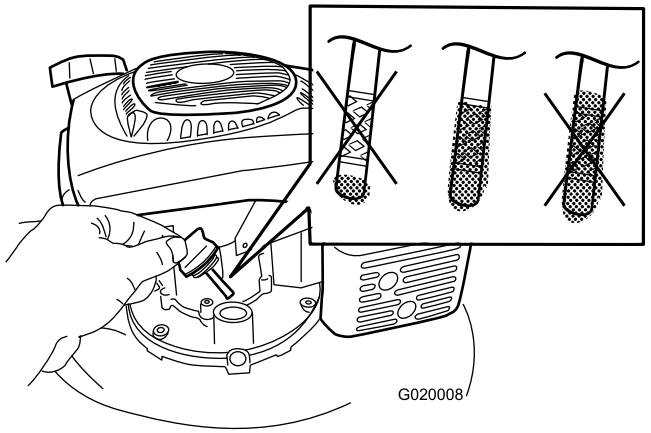

Figur 5
1. Ta ut oljestickan (Figur 5).
2. Fyll **långsamt** på olja i påfyllningshålet tills nivån når markeringen Full på oljestickan (Figur 5). **Fyll inte på för mycket.** (Maximal påfyllning: 0,59 l, typ: 10W-30 eller SAE 30 renad fordonsolja med API-klassificering SJ eller högre.)
Obs: Varje gång du kontrollerar oljenivån ska du ta bort oljestickan, torka av den och sätta i den i påfyllningsröret (men **inte** skruva in den). Sedan ska du ta bort den igen och kontrollera nivån (Figur 5).